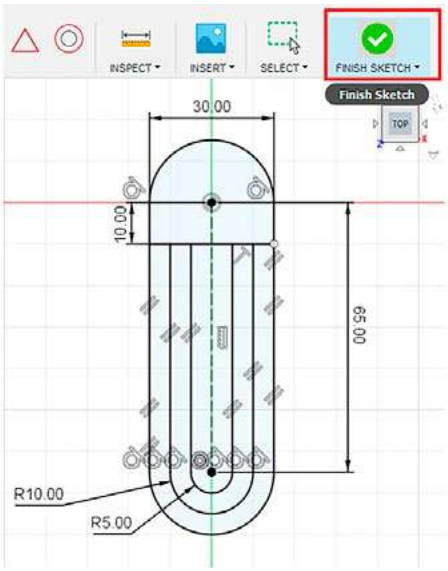

Рис. 10
2.9. Укажите радиусы дуг в нижней части слотов и завершите редактирование эскиза (рис. 10).